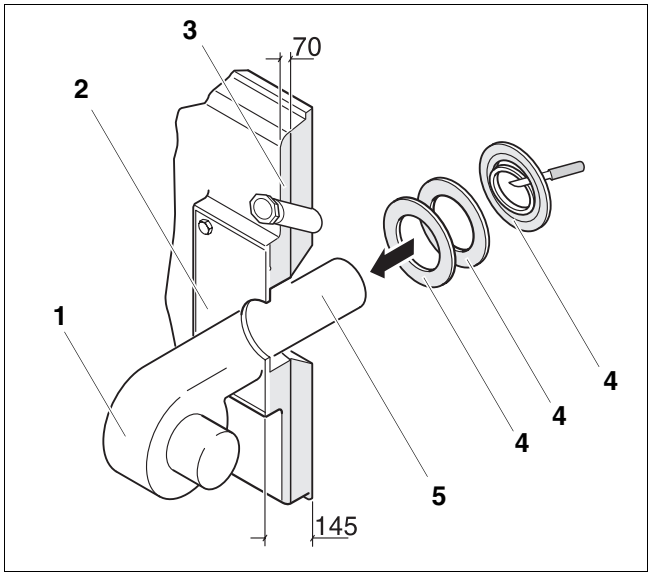

Рис. 48 Установка горелки (размеры в мм)
- Закрепить горелку (рис. 48, **поз. 1**) на пластине (рис. 48, **поз. 2**).
- Вырезать изолирующие кольца (рис. 48, **поз. 4**) соответственно диаметру трубы горелки (рис. 48, **поз. 5**).
- В щель между теплоизоляцией дверцы (рис. 48, **поз. 3**) и трубой горелки (рис. 48, **поз. 5**) вставить подогнанные изолирующие кольца (рис. 48, **поз. 4**).
- Соединить подключение обдува смотрового стекла с горелкой (рис. 48, **поз. 1**), чтобы смотровое стекло оставалось свободным от загрязнений.
- Подключить кабель к горелке (рис. 48, **поз. 1**).